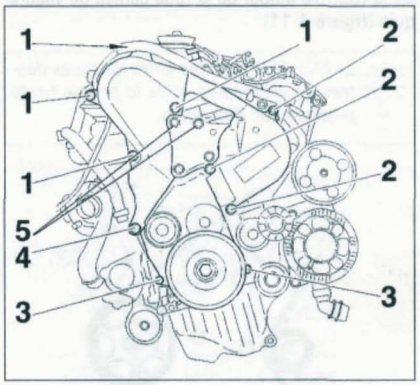

FIGURE 1-9
- les vis de fixation du carter supérieur arrière et le déposer **(figure 1-9)**.
- les vis de fixation du carter supérieur avant et le déposer **(figure 1-9)**.
- les vis de fixation du carter inférieur et le déposer **(figure 1-9)**.